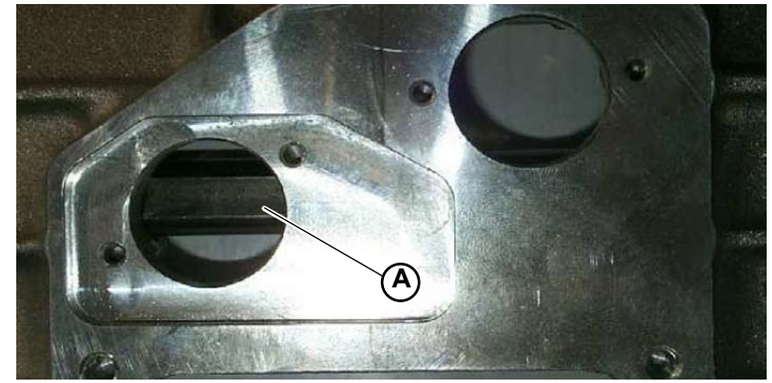

Fig.1
1. Assemble the sensor **(B-Fig.2)** in the respective housing **(C-Fig.2)**, keeping the control rod rotated as shown in Fig.1.